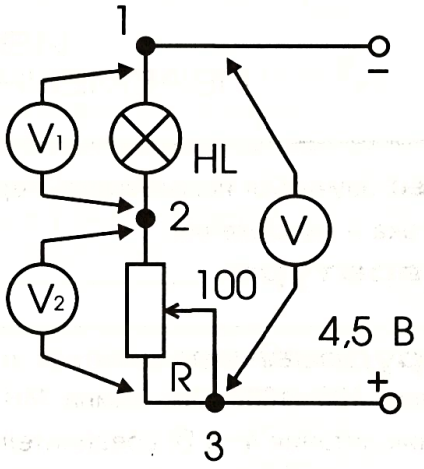

Рис. 2
1. Соберите электрическую цепь по рис. 2.
3. Измерьте напряжение на различных участках цепи между точками 1–2 (U_1), 2–3 (U_2), 1–3 (U) при разных положениях движка переменного резистора.